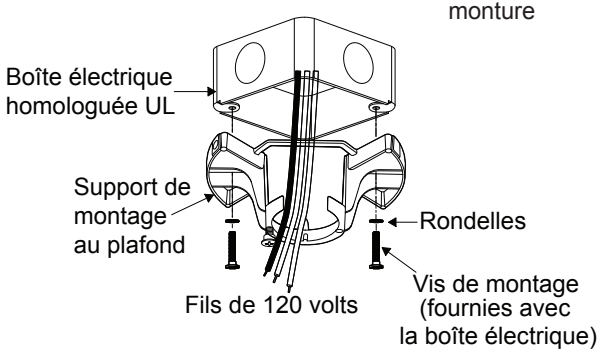

Fig. 6
Étape 3. Faites passer les fils d'alimentation de 120 volts par le centre du support de montage au plafond. (Fig. 6)
Étape 4. Fixez le support de montage au plafond sur la boîte de sortie de courant à l'aide des vis et rondelles fournies avec la boîte de sortie de courant. (Fig. 6)